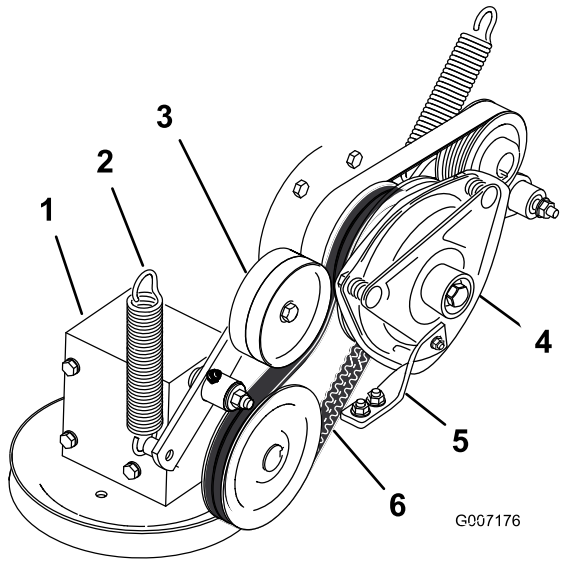

Figur 64
4. Tag fjederen af styrearmen (Figur 64).
7. Monter kraftudtagets drivrem omkring koblingens remskive og gearkassens remskive (Figur 64).
9. Monter fjederen på styrearmen (Figur 64).